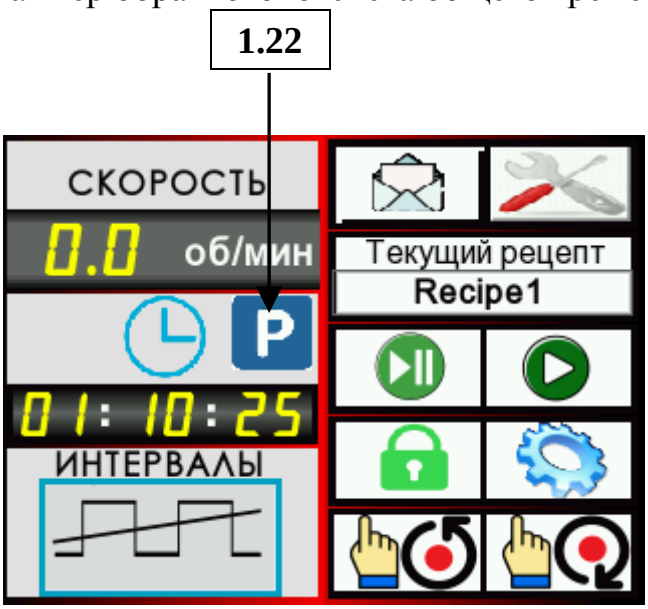

Рисунок 32 – Главный экран. Приостановка цикла
6.7.2 Во время приостановки цикла кнопка 1.6 изменит цвет с синего на зеленый. В поле 1.22 отобразится символ приостановки цикла (Рисунок 32). Остановится таймер обратного отсчета общего времени цикла.